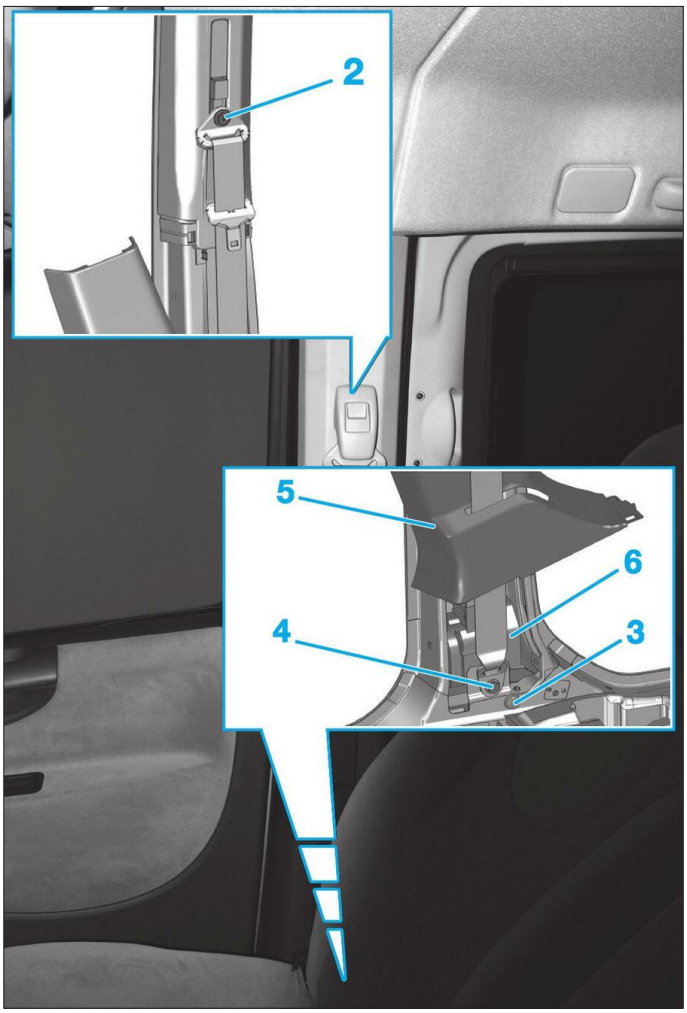

Fig. 23
- la vis supérieure (2) **(Fig.23)**,
- le cache (3),
- la vis inférieure (4).
- la garniture inférieure (5) de pied milieu,
- l'enrouleur (6).